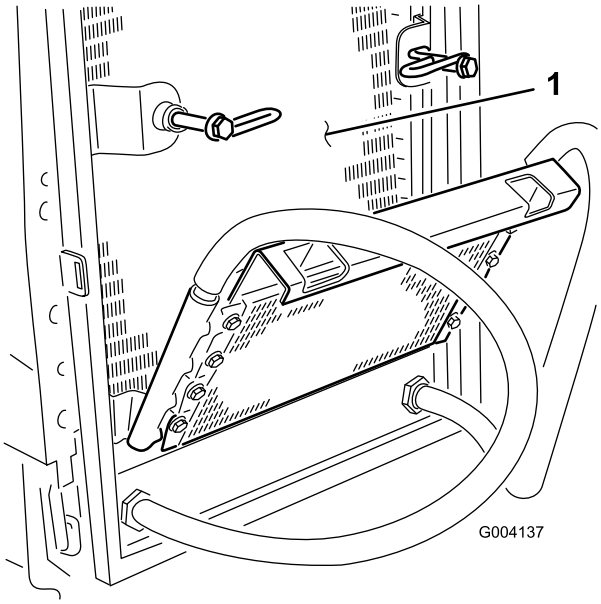

Figuur 58
7. Reinig de radiateur met perslucht met lage druk (3,45 bar). Doe dit vanaf de ventilatorzijde van de radiator (geen water gebruiken). Reinig vervolgens de voorkant van de radiateur en doe dit ook vanaf de ventilatorzijde. Maak beide kanten van de oliekoeler grondig schoon. Nadat u de radiateur en oliekoelers grondig hebt schoongemaakt, dient u met perslucht het vuil te verwijderen dat zich kan hebben opgestapeld op andere onderdelen van de machine (Figuur 58).